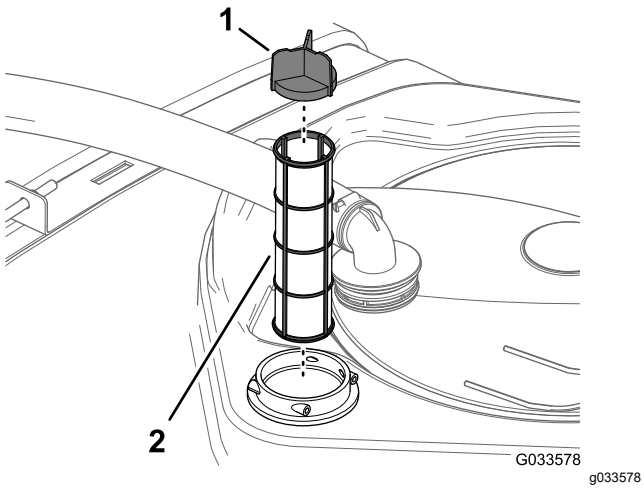

**Figur 108**
4. Ta bort det gamla sugfiltret från filterkåpan i tanken (Figur 108).